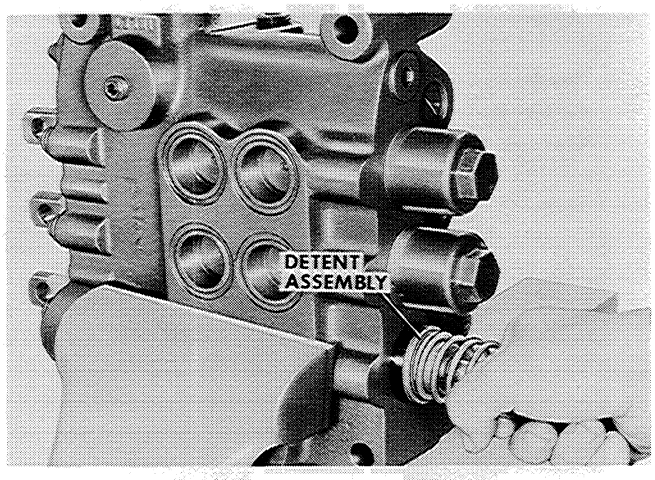

Figure DD-11
5. Grasp the detent sleeve and spring assembly and pull outward to remove the spool assembly from the valve body, Figure DD-11.